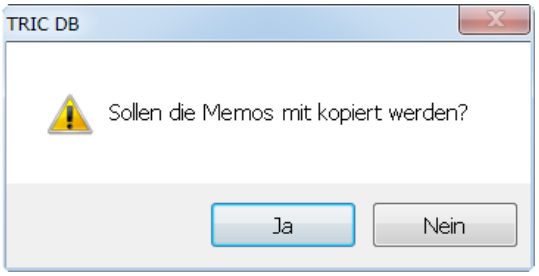

Bild 18.46 – Abfrage für das Kopieren von Memos
- Klicken Sie auf *Kopieren*, so folgt die Anfrage, ob die Memos der Anlage mitkopiert werden sollen (Abb. 18.46). Antworten Sie mit *Nein*.